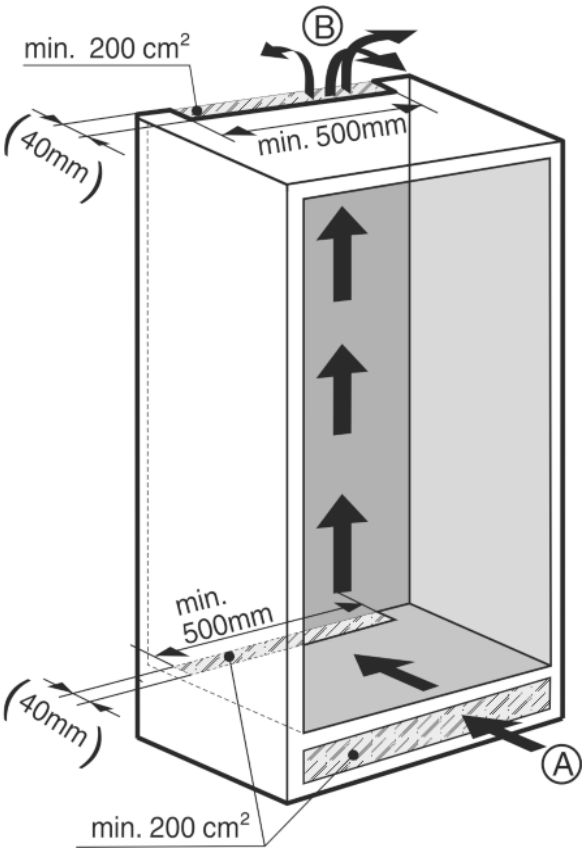

*Fig. 3*
- Il doit y avoir un espace de ventilation efficace d'au moins 200 cm² par appareil au niveau de l'entrée d'air *Fig. 3 (A)* et la sortie d'air *Fig. 3 (B)*.